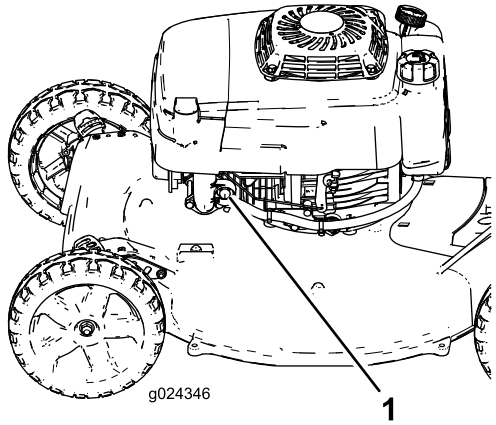

Figure 12
2. Appuyez fermement sur la poire de l'amorceur (Figure 12) pendant 1 seconde.